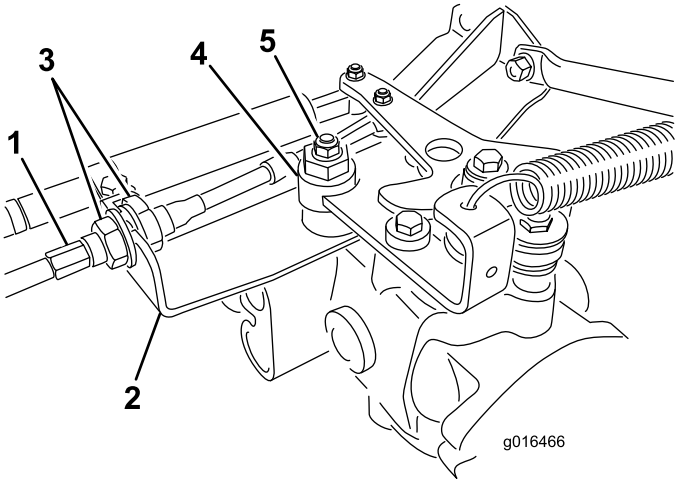

Figur 43
A. Løsne begge låsemutterne som fester trekkontrollkabelen til hydrostatens skillevegg (Figur 43). Pass på at låsemutterne er like løse, og at de er løse nok til at du kan foreta en justering.
B. Løsne mutteren som fester eksenteren til toppen av hydrostaten (Figur 43).
D. Stram eksenteren til den ikke beveger seg i noen retning. Når hjulet ikke lenger roterer, må du stramme mutteren som låser eksenteren og justeringen (Figur 43). Kontroller justeringen med gassen i sakte- og hurtigstillingene.
E. Stram låsemutrene på hver side av skilleveggen **like mye**, slik at du fester trekkabelen til skilleveggen (Figur 43). Ikke vri kabelen.